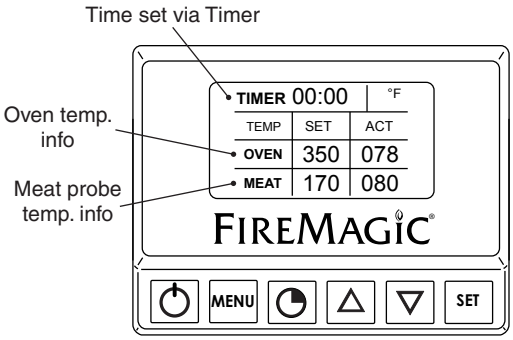

**Fig. 15-3** Default screen detail
**Press the power button to turn the thermometer ON.** The default screen will be displayed. Temperatures for the oven and meat probe will be shown (see Fig. 15-3).